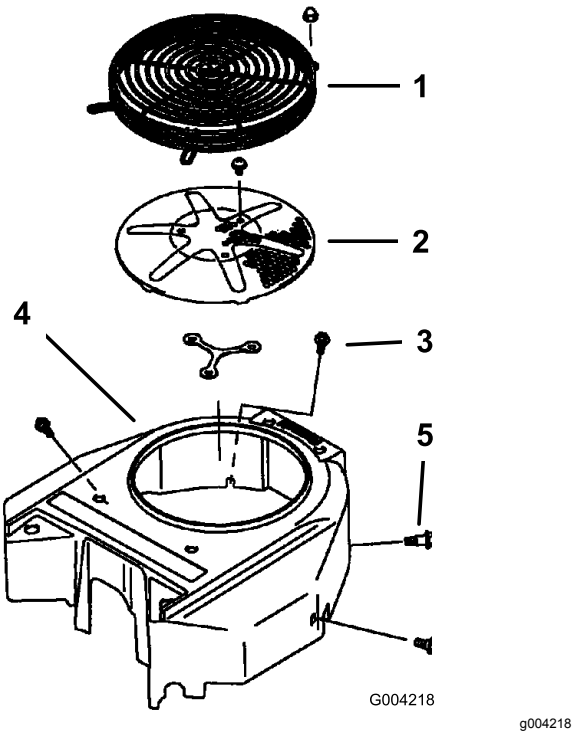

Figur 87
3. Ta bort luftintagsgallret, startsnöret och fläkthuset (Figur 87).
5. Montera luftintagsgallret, startsnöret och fläkthuset (Figur 87).